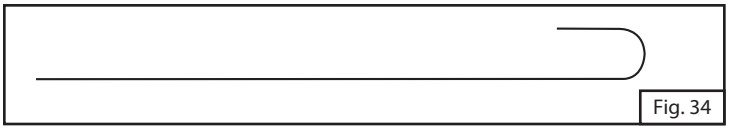

Fig. 34
1. Pour éliminer les obstructions citées ci-haut, servez-vous d'une brosse flexible à diffuseur ou bien faites un petit crochet à un bout d'un fil de fer flexible de 52 cm de long (voyez la Fig. 34).
3. Regardez à l'intérieur de l'extrémité la plus basse du tube du diffuseur pour voir s'il y a des nids, des toiles d'araignée ou de la boue. Si vous en trouvez, nettoyez tel qu'expliqué à l'étape 1, Fig. 34.